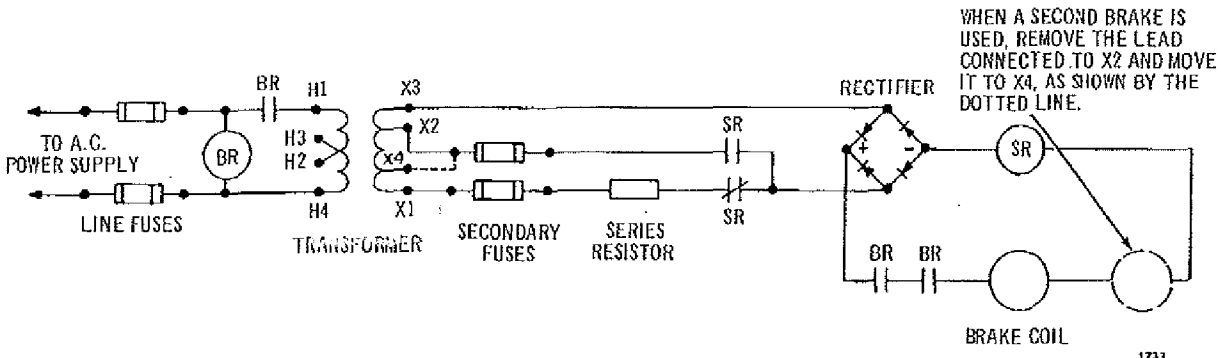

Figure 9-19. Shoe Brake Rectifier Assembly
The shoe brake rectifier assembly has two circuits, one for releasing the brake quickly, and the other for holding the brake in the released position. When power is initially applied to the assembly, the brake relay (BR, Figure 9-19) closes and applies power to the brake transformer which is connected to the rectifier. A current sensitive relay (SR) is connected in series with the brake coil. When the current has reached a preset level, relay (SR) is actuated. This opens normally closed contacts (SR) and closes normally open contacts (SR), thus changing the transformer output voltage applied to the rectifier. This is desirable because, once the brake has been released, less power is required to hold the brake in the released position.
1. Actuate the brake relay (BR, Figure 9-19) and measure the transformer secondary voltage between taps (X1 and X3) and (X2 and X3). Compare the measured voltages with the voltages shown in Table 9-2. If no voltage is measured, check the line fuses, brake relay, and transformer primary, and replace the defective component.